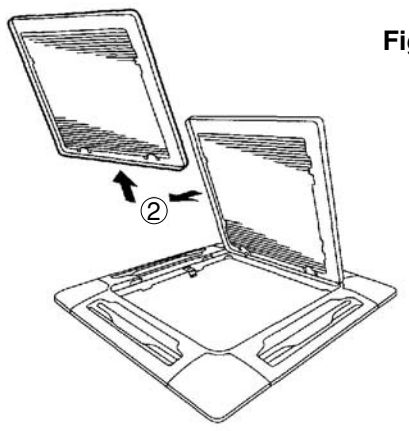
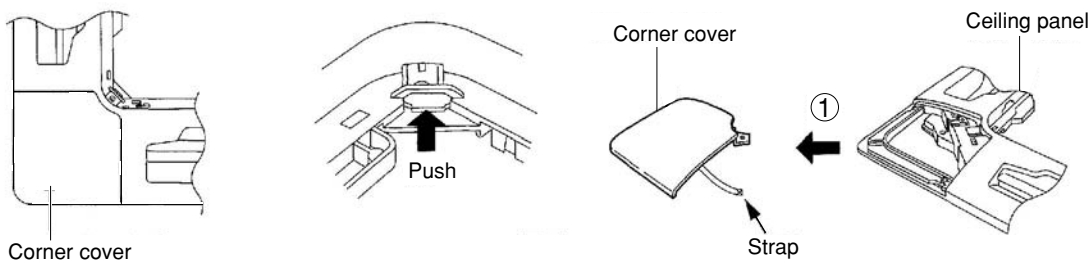

**Fig. 9-5**
**Fig. 9-6**
c) With the air-intake grille opened, remove the grille hinge from the ceiling panel by sliding it in the direction shown by the arrow ② . (Fig. 9-5)
(2) Removing the corner cover
a) Slide the corner cover to the direction shown by the arrow ① to remove the corner cover. (Fig. 9-6).